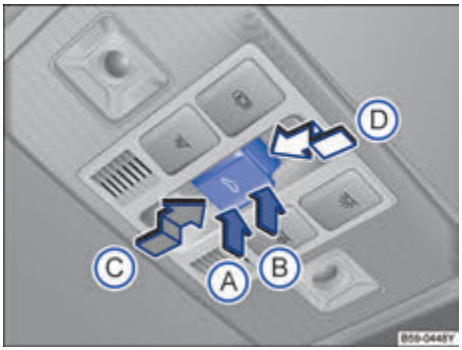

图 59 顶篷上的天窗控制按钮
按钮→图 59 设有 2 挡位置。1 挡位置：可完全打开天窗，或部分翻开天窗，打开或关闭天窗。
– 触发防夹功能后 5 秒钟内按压 按钮→图 59，沿箭头Ⓓ 方向将按钮保持在 2 挡位置，直至天窗完全关闭。